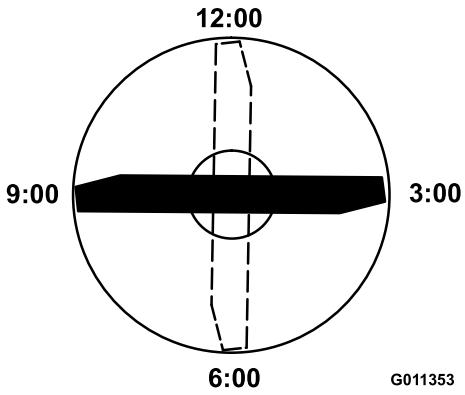

Figur 100
5. Anbring skæret på den afmærkede ende af skærekniven på kl. 12 (lige ud i klipperetningen) (Figur 100), og mål højden fra bordet til skæreknivens skær.
6. Drej skæreknivens afmærkede ende til kl. 3 og kl. 9 (Figur 100), og mål højderne.